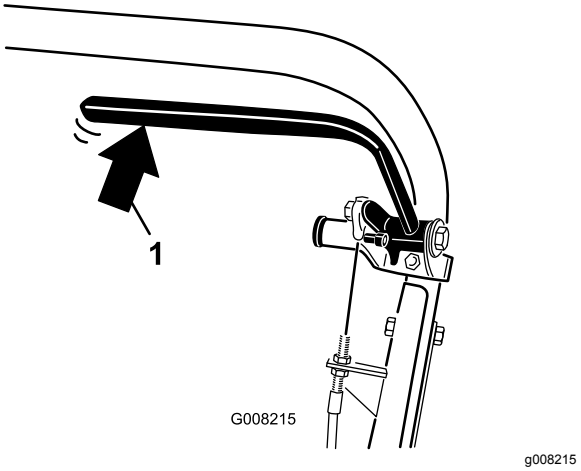

Figur 38
2. Bruk en fjærvekt og trykk bakover på servicebremsespaken (Figur 38). Parkeringsbremsen skal slippe når det påføres 13,5 til 18 kg kraft. Hvis parkeringsbremsen slipper før 13,5 til 18 kg kraft er påført, må bremsekabelen justeres.